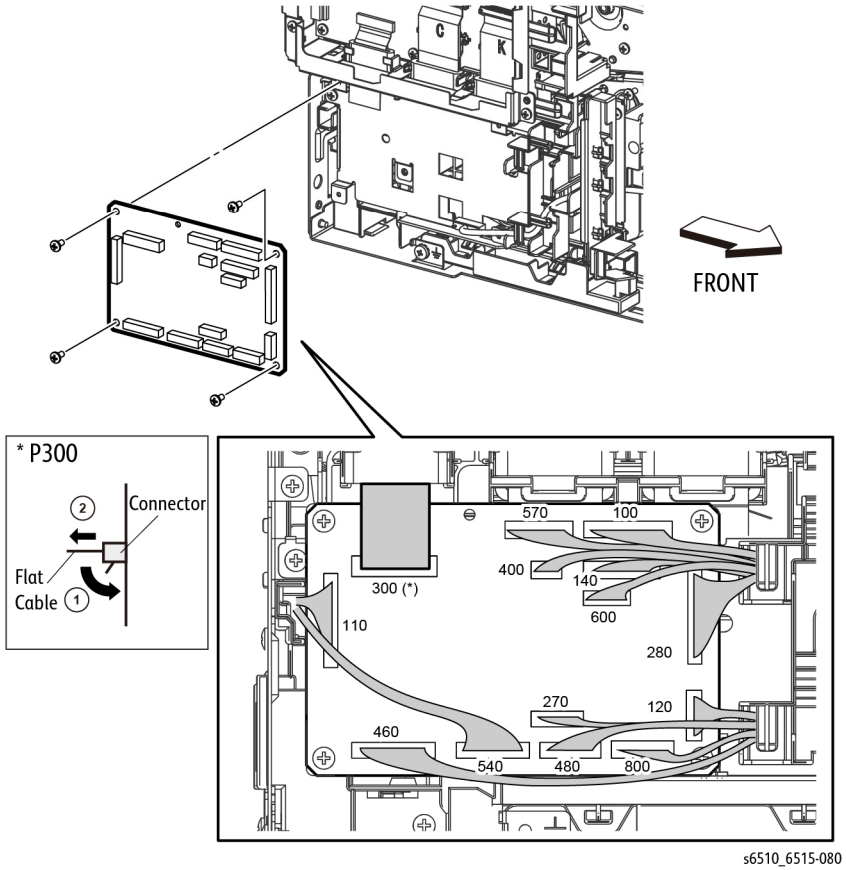

Figure 1 Remove the MCU Board (SFP)
NOTE: *In the following step, when releasing the lock lever on the FFC connector, slightly open the lock lever to 15 degrees until the lock lever contacts the FFC connector as shown in Figure 1. After releasing the lock lever, hold the lever while gently pulling the FFC from the connector.*
2. Refer to Figure 1 to unplug the 12 connectors from the MCU Board (P/J100, P/J110, P/J120, P/J140, P/J270, P/J280, P/J400, P/J460, P/J480, P/J540, P/J570, P/J800) and the FFC (P/J300).
3. Refer to Figure 1 to remove the four screws (silver, M3x6mm) attaching the MCU Board and remove the board.